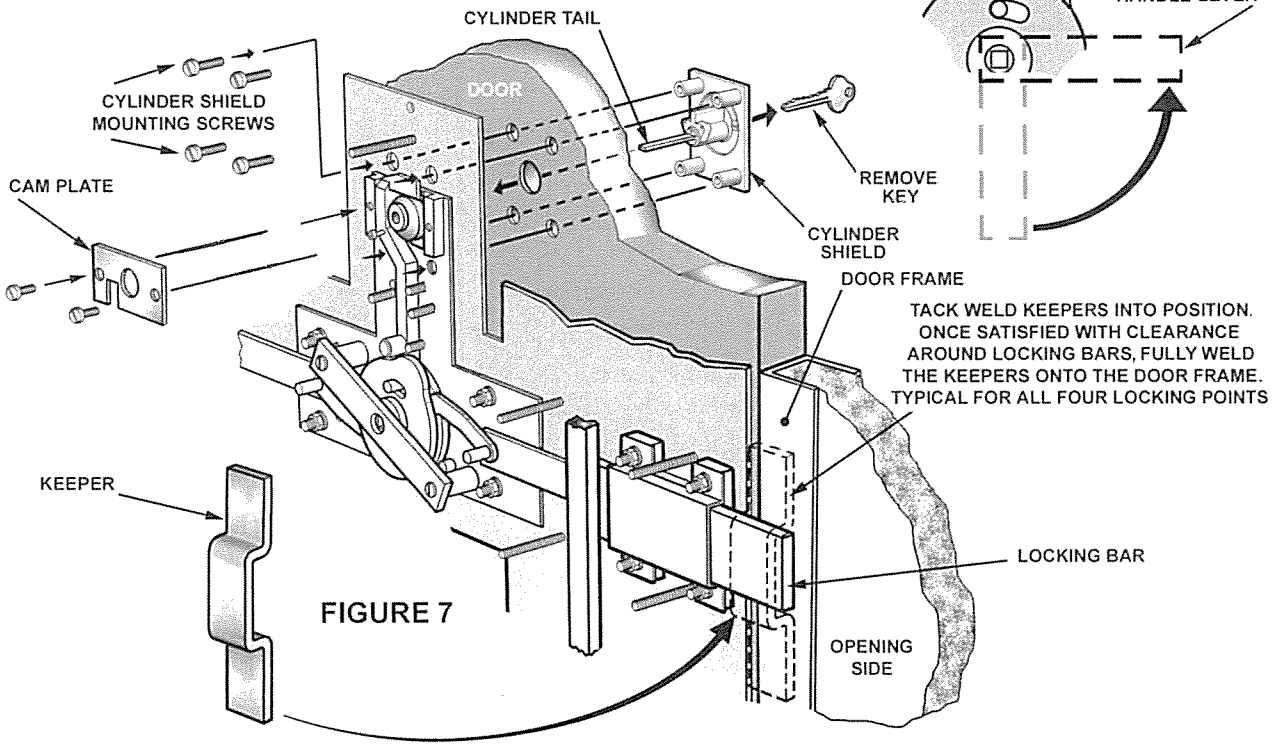

FIGURE 7
4. With door closed, activate the Locking Bars so that they are extended over the door frame. Position the keepers over the locking bars & against the frame, ensuring that there is equal clearance around the bars. Fix them in position with screws supplied. (Fig. 7)